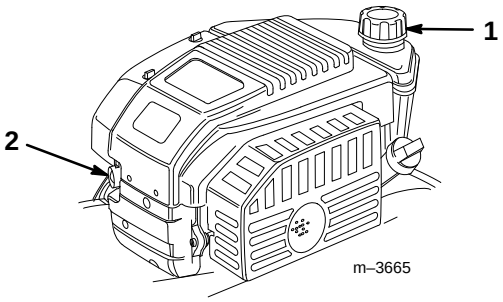

Afbeelding 10
2. Zorg dat rondom de dop de brandstoftank geen vuil zit. (Afb. 10).
3. Haal de dop van de brandstoftank eraf (Afb. 10).
2. Druk de hulpstartknop driemaal in, steeds met twee seconden wachttijd ertussenin (Afb. 10).